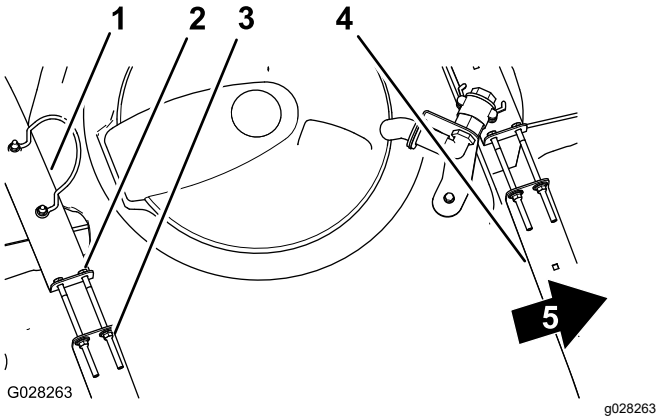

Figure 21
2. Assurez-vous qu'il n'y a pas de jeu entre les sangles de la cuve et la cuve (Figure 21).
3. Si les sangles de la cuve ne sont pas assez serrées, resserrez les contre-écrous à embase et les boulons en haut des sangles jusqu'à ce que ces dernières soient parfaitement en appui sur la surface de la cuve (Figure 21).